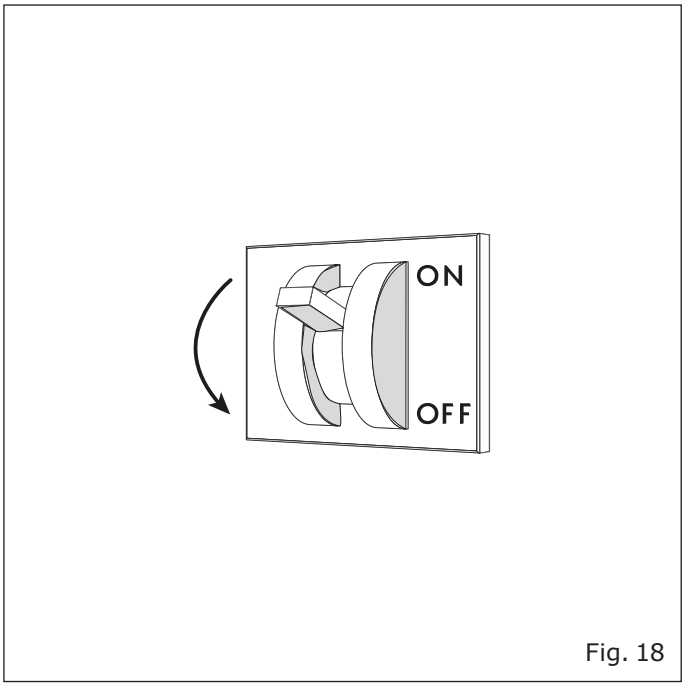

Fig. 18
- Couper la tension électrique au meuble réfrigéré en intervenant sur l'interrupteur-sectionneur général mural ("Fig. 18").